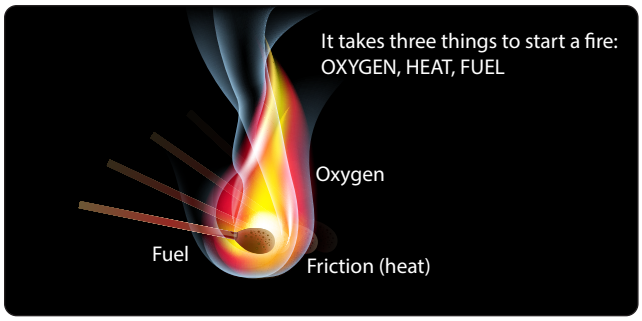

Figure 1-3. *Three elements of fire.*
3. Oxygen—the element that combines chemically with another substance through the process of oxidation. Rapid oxidation, accompanied by a noticeable release of heat and light, is called combustion or burning. *[Figure 1-3]*